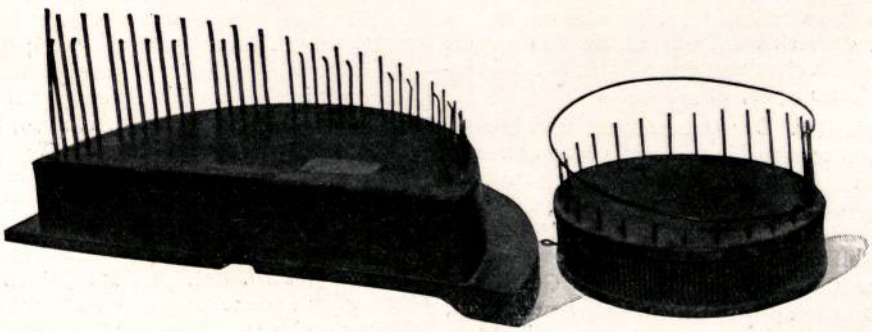

Abb. 226. Halbrunde und runde Nagelgeigen aus der zweiten Hälfte des 18. Jahrh. Musikhistorisches Museum W. Heyer, Köln.
4. Stiftgeige, Eisengeige, Nagelharmonika, Streichflöte oder Nagelgeige wurde 1744 von Johann Wilde aus Bayern, Kammermusiker zu Petersburg, erfunden (E. L. Gerber, Lexikon der Tonkünstler Bd. 2, Leipzig 1792). Auf einem Resonanzboden stehen abgestufte Stifte, die mittels eines Bogens gestrichen werden (Abb. 226).